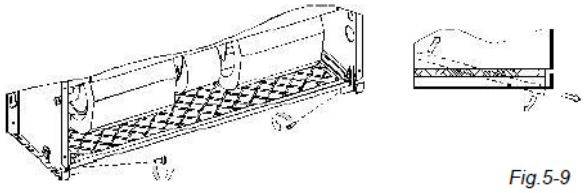

Fig.5-9
1) Posizionare in verticale (nessuna direzione) un lato della griglia di presa d'aria e abbassare l'altro lato, poi far scorrere seguendo la direzione delle frecce come indica la Fig.5-9.